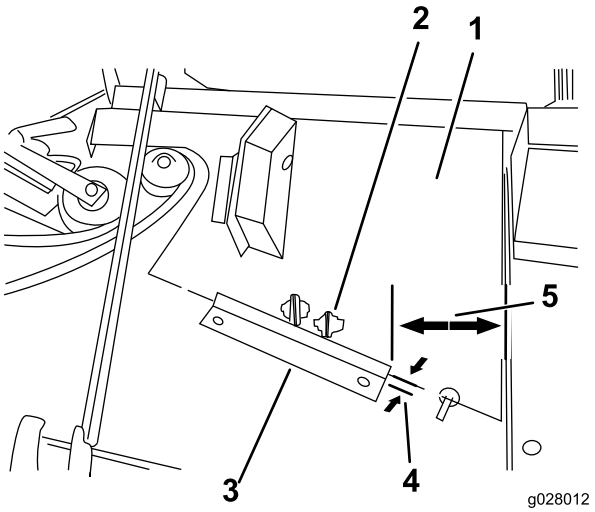

**Figure 15**
4. En vous aidant des dimensions indiquées à la Figure 15, localisez la position de montage du support de ressort sur le plateau de coupe.
**Remarque:** Veillez à bien monter le ressort d'équilibrage sur la patte correcte du support de ressort du plateau de coupe (Figure 15).